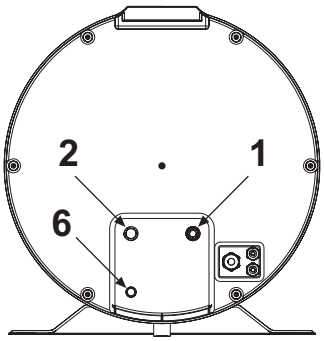

fig. 55
- Collegare la linea di alimentazione d'acqua fredda e la linea in uscita negli appositi punti di allacciamento (fig. 55).